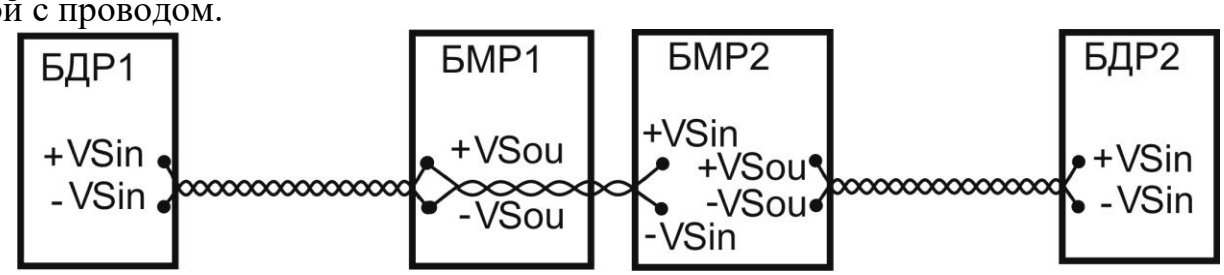

Рис.6.12
6.3.5.5 Для проводной синхронизации, при засветке посторонними радиопередающими устройствами (о чем свидетельствует частые «ложные» тревоги), необходимо включить взаимную синхронизацию. При этом активный выход +/-VSou (БМР1или БДР1) ведущего извещателя подключается к входу +/-VSin ведомого извещателя (БМР2), в зависимости от расположения БМР2 (вблизи смежного БПРД1 или БПРМ1, см. рис. 6.12 и 6.13). Подключение должно проводиться витой парой с проводом.